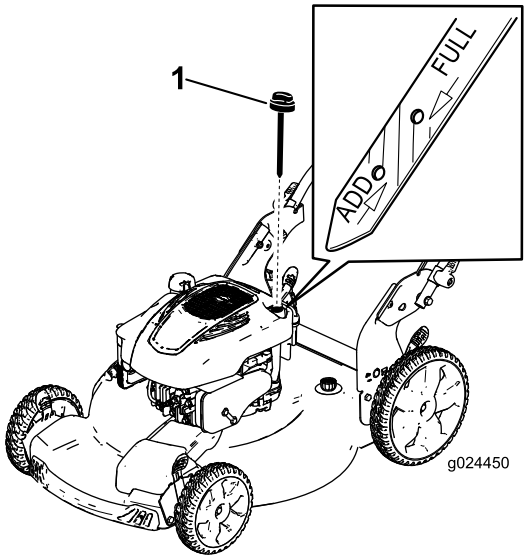

Figur 22
3. Ta ut oljestickan (Figur 22).
10. Läs av oljenivån på oljestickan (Figur 22).